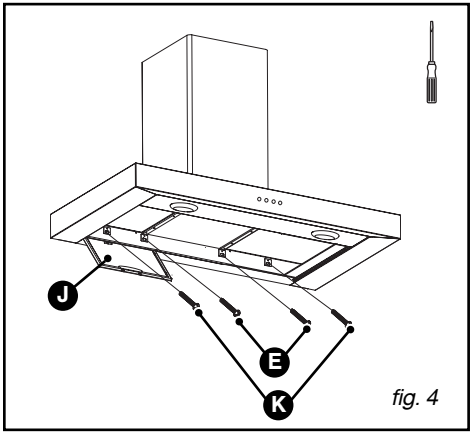

fig. 4
– Retirez les filtres cassettes (J/fig. 4).
– Vissez les 2 vis du bas (E/fig. 4).
– Vissez les 2 vis supplémentaires du bas (K/fig. 4).